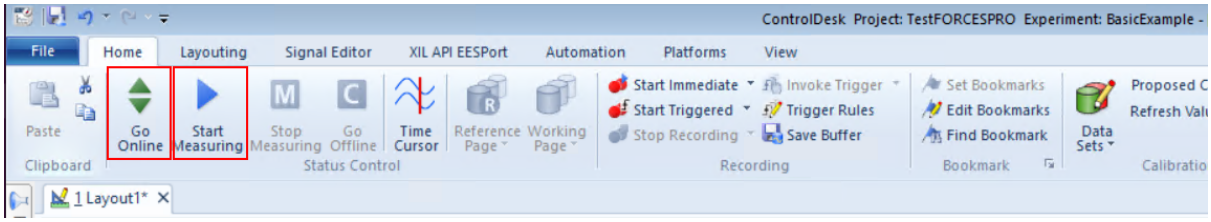
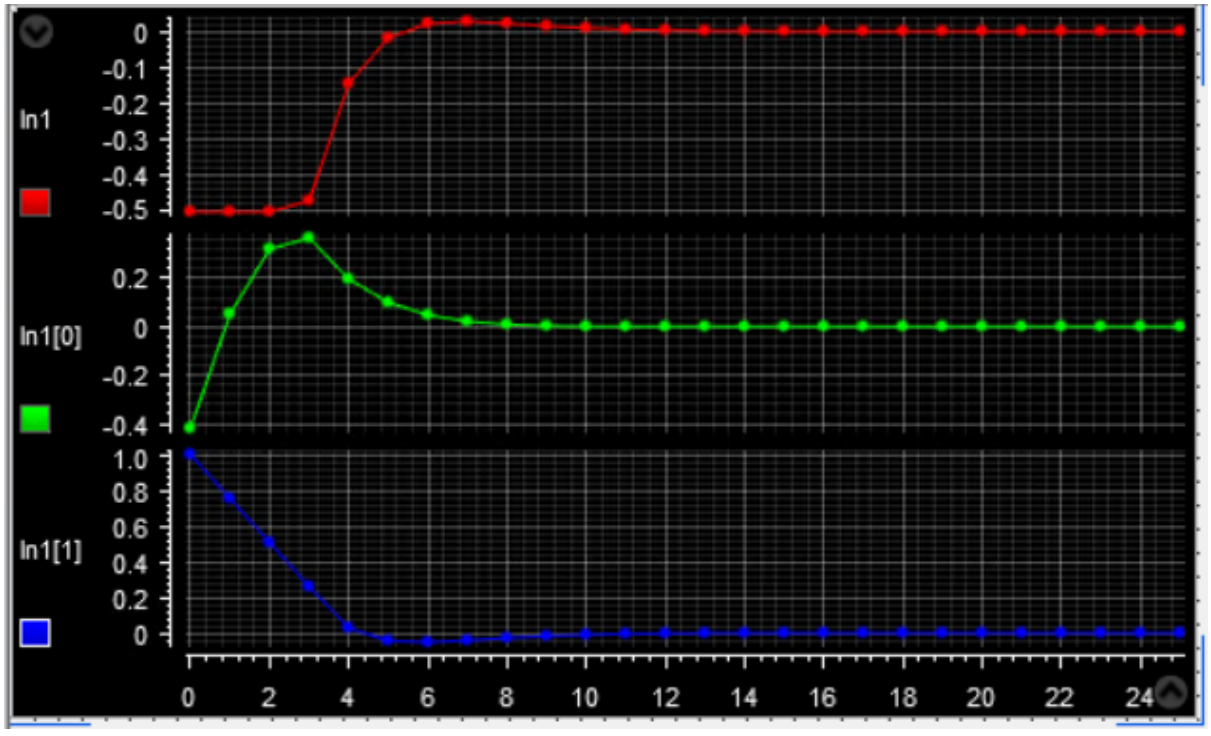

Figure 10.58: Buttons Go Online and Start Measuring to receive execution results.
Figure 10.59: Plots and results from experiment on dSPACE MicroAutoBox III.
10) Select `Go Online` and `Start Measuring` to see the results. (see Figure 10.58 and Figure 10.59).